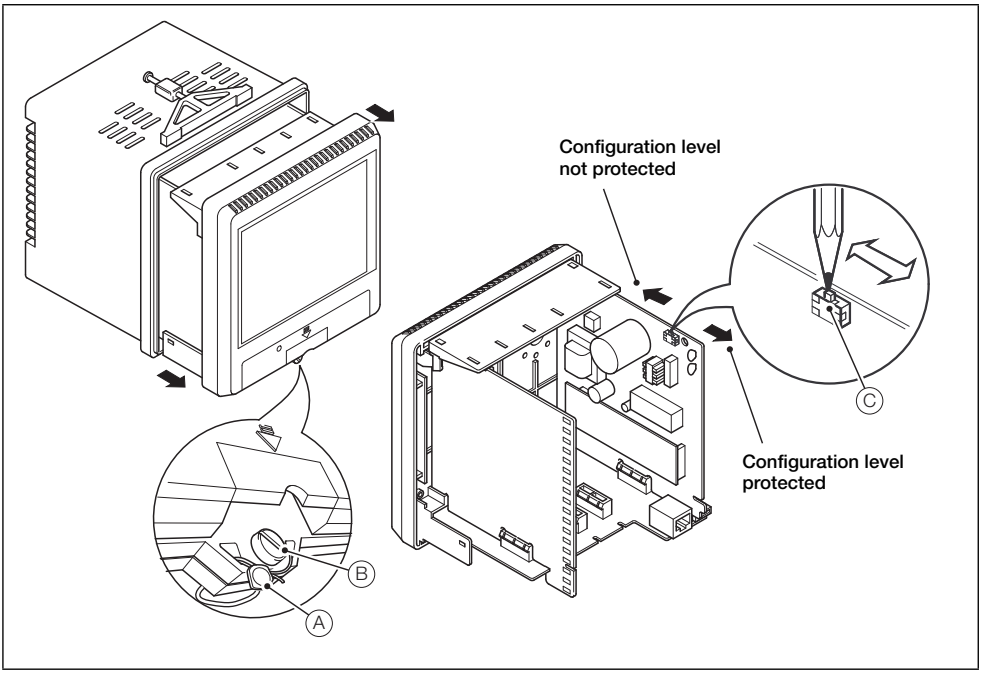

Fig. 8.3 Setting the security switch
The **Configuration** level cannot be accessed until the internal switch set to the 'Configuration level not protected' position – see Fig. 8.3, page 64.
1. Set the internal security switch to the 'Configuration level not protected' position – see Fig. 8.3, page 64.
Referring to Fig. 8.3, set the internal security switch as follows: